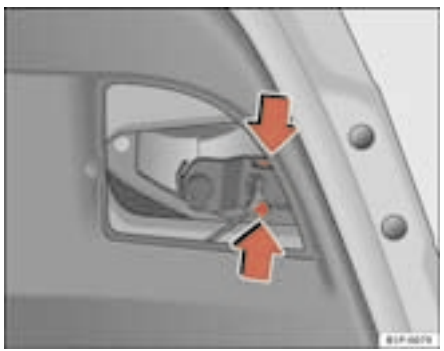

Fig. 169 Removing the lampholder
– Take the lampholder out pressing on the securing pins and extract it outwards ⇒ page 242, fig. 169.